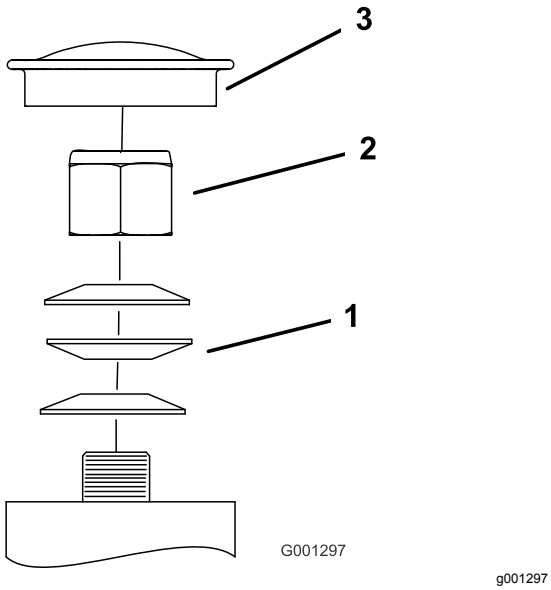

Figure 71
3. Remove the dust cap from caster and tighten the locknut (Figure 71).
4. Tighten the locknut until the spring washers are flat, and then back off a 1/4 turn to properly set the preload on the bearings (Figure 71).
Important: **Make sure that the spring washers are installed correctly as shown in Figure 71.**
5. Install the dust cap (Figure 71).